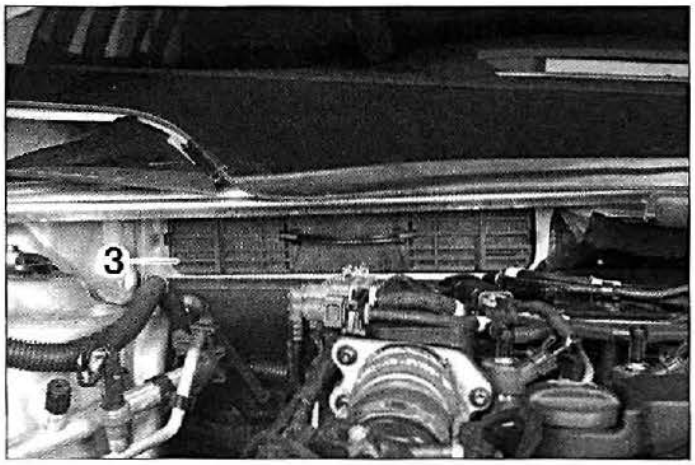

FIG. 2
• Desmontar la trampilla (3) por simple tracción **(fig. 2)**.